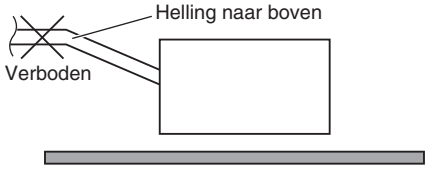

Afb. 3-12
- Installeer de pijp niet met een stijgende helling vanaf de aansluiting. Hierdoor zal het afvoerwater teruglopen en gaan lekken wanneer de unit niet werkt. (Afb. 3-12)